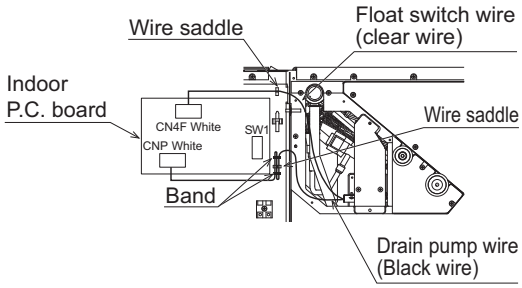

Fig.2
2. Remove the connector from CN4F and CNP on the control board, shown in Fig.2.